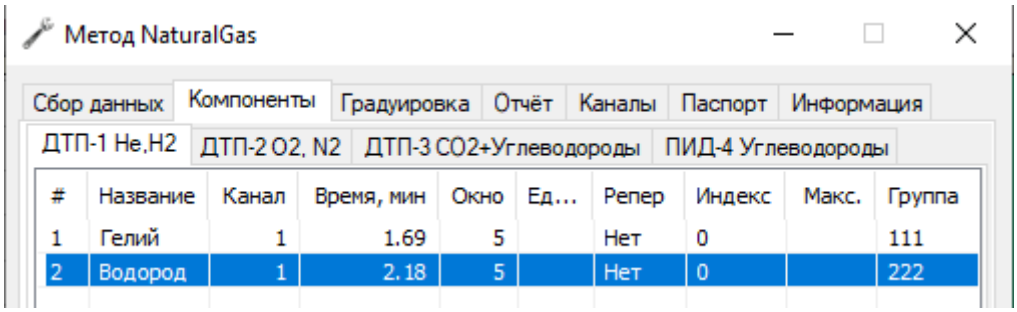

Рис. 57: Окно «Метод > Компоненты»
3. В окне *Метод* выбрать вкладку *Компоненты* (Рис. 57):